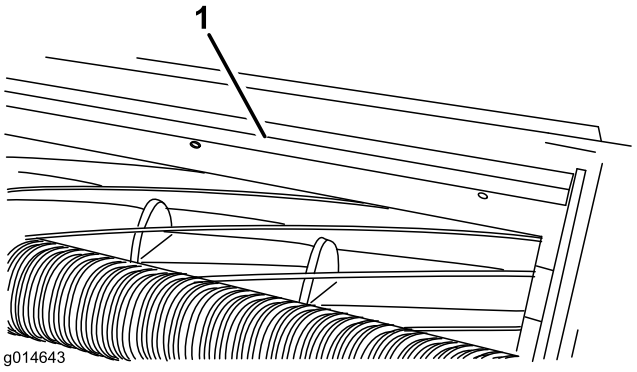

Figur 17
1. Løsne skruene som fester den øverste stangen (Figur 17) til klippeenheten.